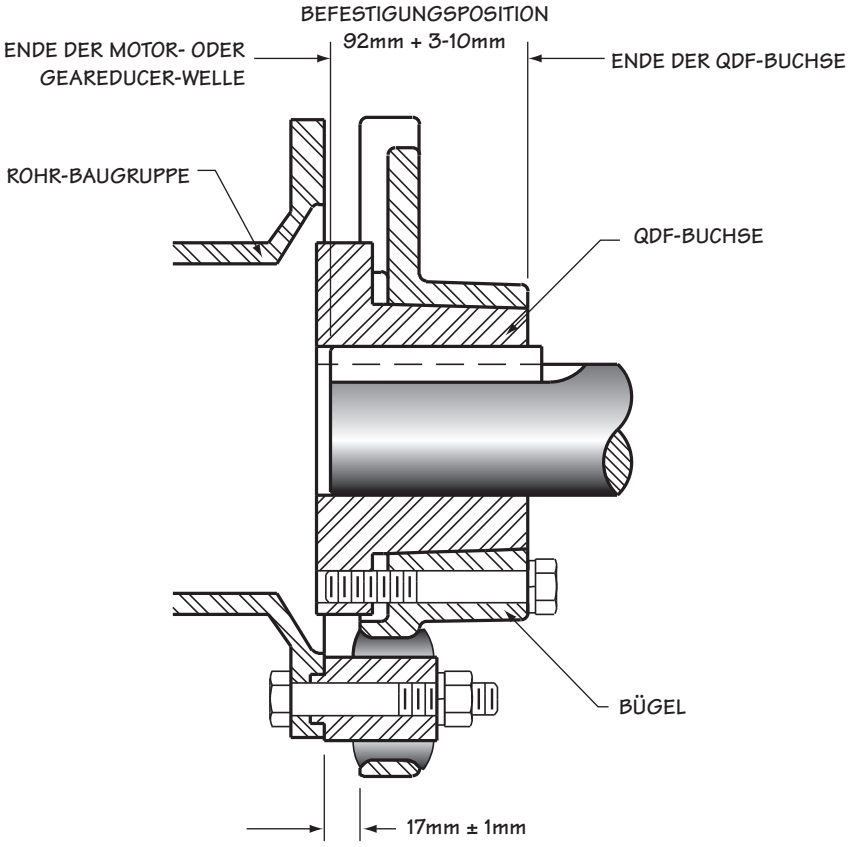

Bild 2.
- Beginnen Sie die Installation am Geareducer-Ende und schieben Sie den Bügel über die gesamte Antriebswelle. Setzen Sie den Schlüssel teilweise in die Schlüsselnut und schieben Sie die QDF-Buchse auf die Welle, um ein Einrücken von 92mm zu erhalten (siehe Bild 2). Ziehen Sie die Feststellschraube am Schlüssel an.
- Überprüfen Sie die Befestigung der Motorbuchse an der Motorwelle. Wenn die QDF-Buchse über das Ende der Welle herausragt, lösen Sie die Kopfschrauben der Motorbuchse und bewegen Sie den Motor bis die Flansch der QDF-Buchse innerhalb der Toleranz ist. Oder justieren Sie die Position der gesamten Antriebswellen-Baugruppe, um an beiden Enden die gleiche Befestigungsposition zu erreichen. Siehe Bild 2.
Eliminieren Sie jegliche grössere fehlerhafte Ausrichtung, bevor Sie fortfahren. Eine vorläufige Prüfung der Ausrichtung kann durch die Messung zwischen den Antriebswellen- und Bügel-Flanschen durchgeführt werden. Der Abstand sollte ungefähr 18mm betragen und an vier Punkten gemessen werden, siehe Bild 2. Die Endeinstellung muss einen Abstand zwischen den angrenzenden Punkten an den Flanschen der Rohr-Baugruppe und Kopplungen an jedem Ende ergeben, der während einer kompletten Umdrehung nicht mehr als .13 mm variieren darf. Ein Marley-**"Ausrichtungs-Anzeige-Kit für Antriebswellen"** ist verfügbar und kann erworben werden.
- Ziehen Sie alle Befestigungsschrauben am Motor und Geareducer an und überprüfen Sie sie nochmals. Lassen Sie den Abstand zwischen Rohr- und Bügelfläche so, wie in Bild 2 gezeigt. Entfernen Sie die Messuhr.
- **Messen Sie den Abstand von der Schulter des Metall-Einsatzes in der Flex-Buchse bis zur bearbeiteten Ringfläche des Bügels. Diese Länge sollte 17mm ± 1mm betragen, so wie in Bild 2 gezeigt.**